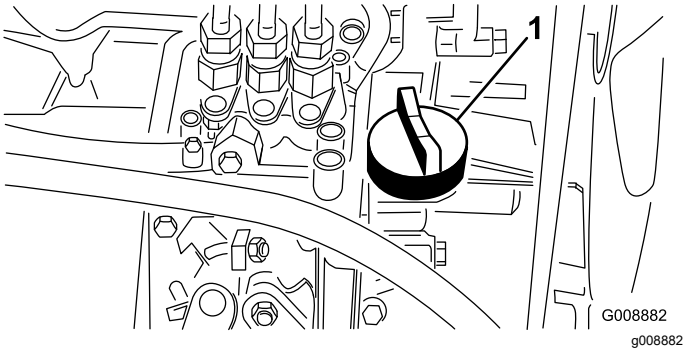

Figur 28
4. Om oljenivån är låg tar du bort oljepåfyllningslocket (Figur 28) och tillsätter gradvis små mängder olja samtidigt som du kontrollerar nivån, tills nivån når märket FULL på oljestickan.